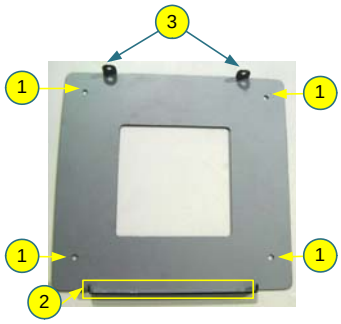

Figure 5-21: Controller's Mounting Bracket
Step 1. Set up the skids with spacing that matches the spacing measurements for the holes in the **Controller**'s mounting bracket **(1)**. Refer to **Figure 5-21** above.